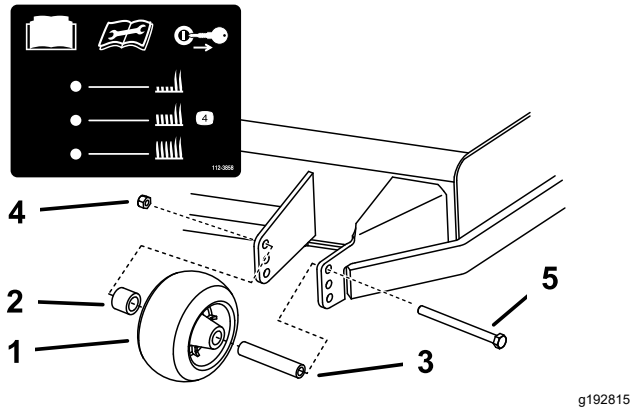

**Figuur 30**
3. Stel de antiscalpeerrollen af zoals wordt getoond in Figuur 30.